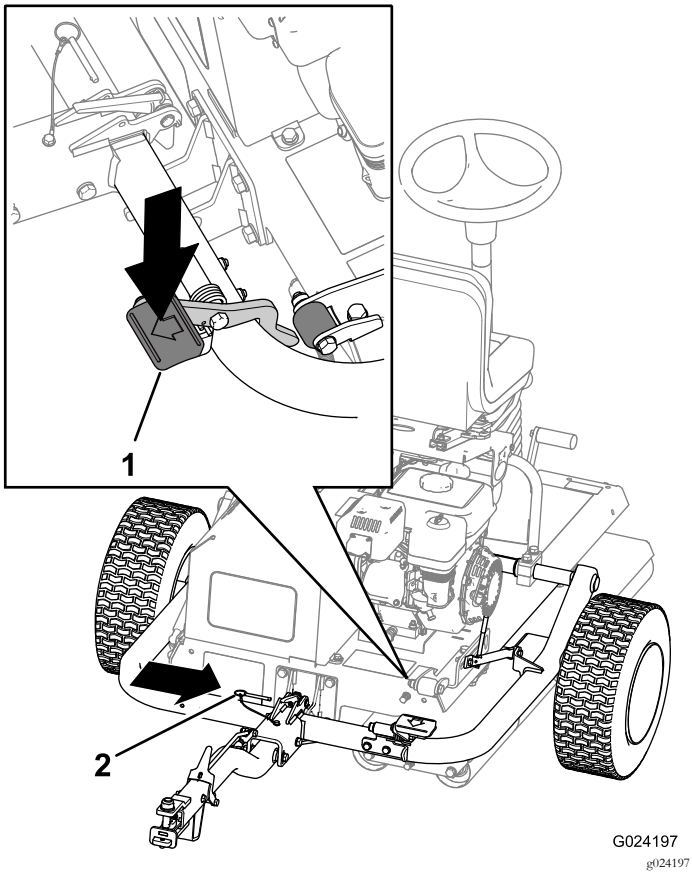

**Figur 8**
6. Trykk på koblingspedalen til låsen er på plass (Figur 8).
7. Sett inn låsestiften (Figur 8).